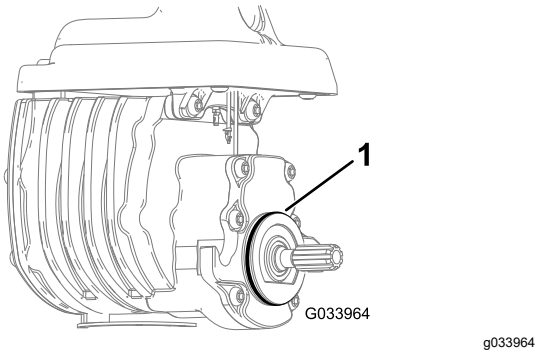

Рисунок 7
4. Установите уплотнительное кольцо на двигатель барабана (Рисунок 7).